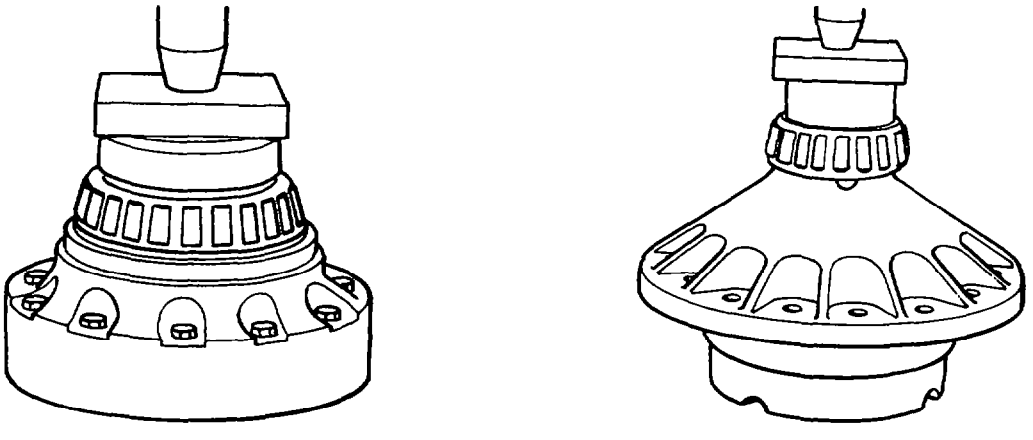

Fig. 357 — Installing Bearing Cones
a. Press the bearing cones (items 10 and 22) onto the differential cases (items 12 and 20) using a press and suitable hollow drift or tubing. Refer to fig. 357.